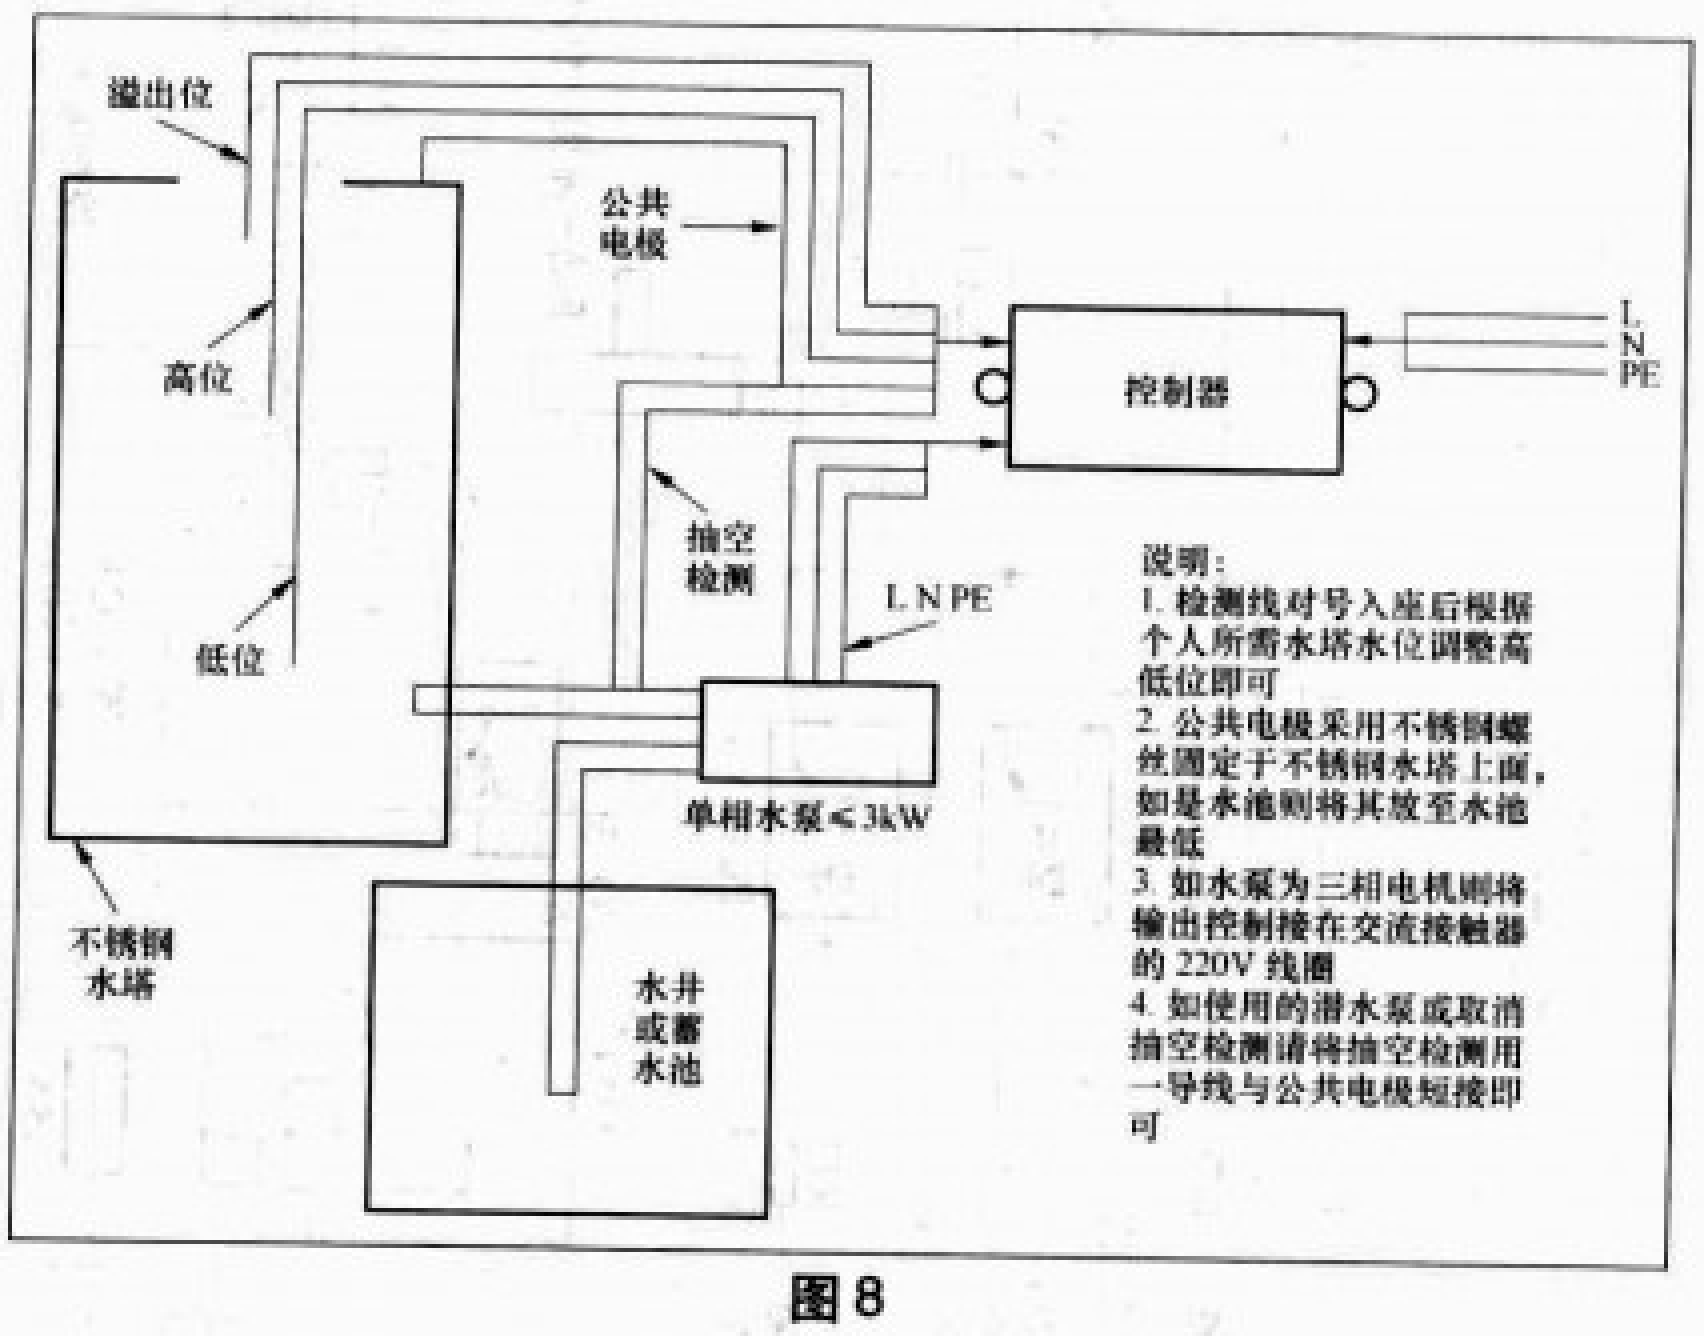
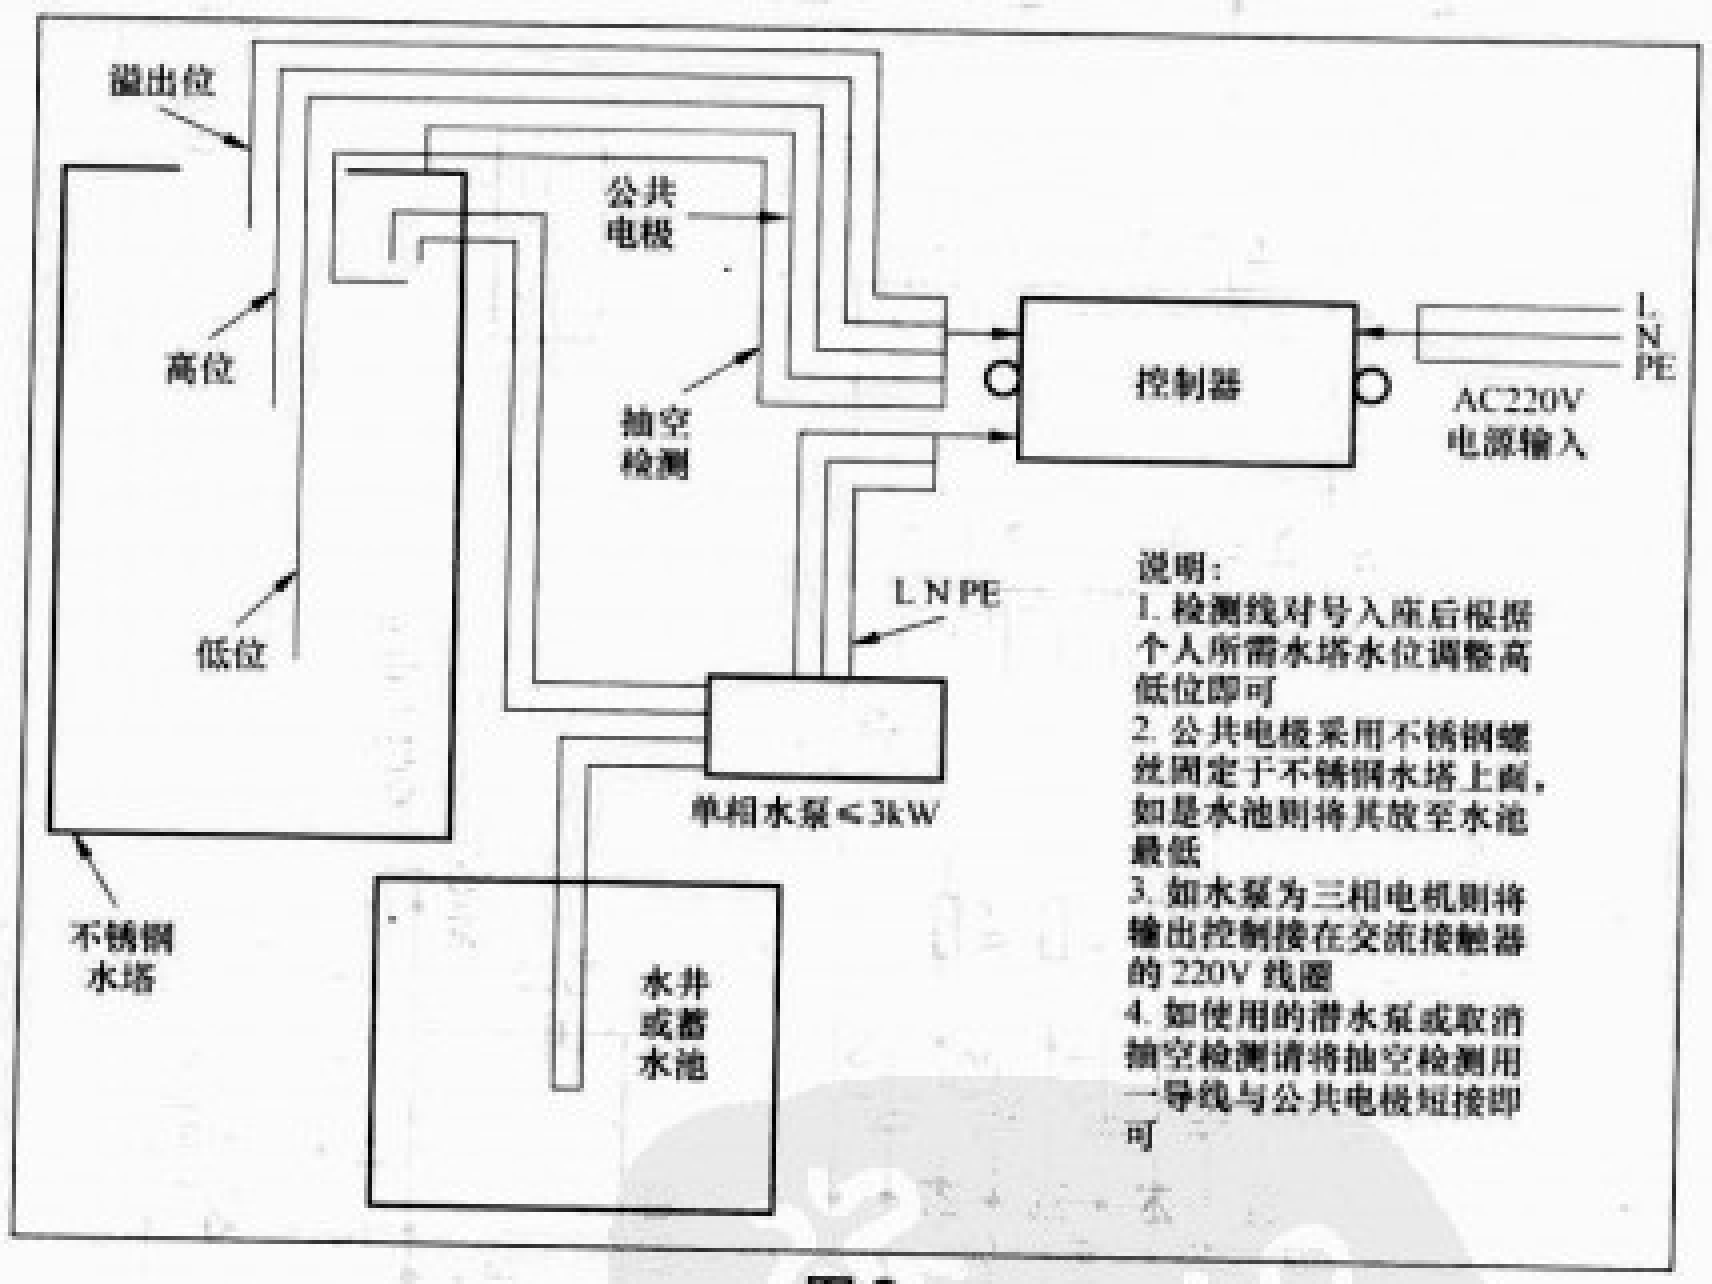

图8
图9
3. 在被控制水泵旁适当位置用两枚螺丝将控制器固定后，按图8连接好线后即可通电正常使用，如需要抽空检测建议优先采用图9的安装及接线方式。